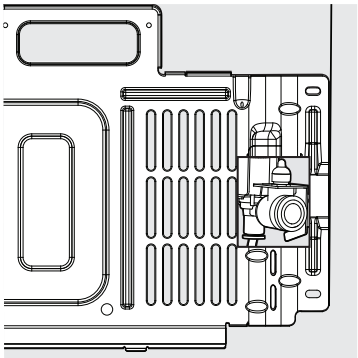

Figure 19
16. Reinstall the access cover by hooking cover onto the bottom flange of the cabinet, and then tilt the cover upward to align with the screw locations on the cabinet. Install the screws starting with the 2 on the left side, then the right side , finish with the center screws. See Figure 19.